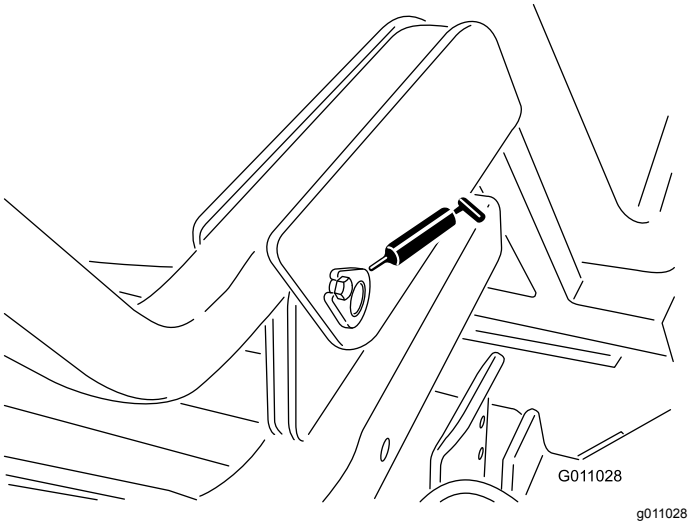

Figuur 36
- Draaipunt van hopper (onder) (2) (Figuur 36)